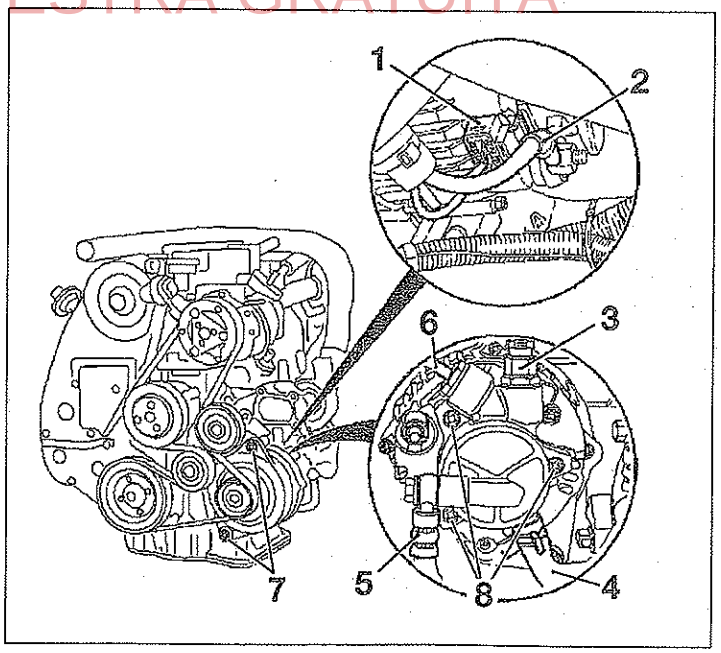

FIG. 22
. Sacar el conector del alternador (1) y el cable (2) **(fig. 22)**.
• Desmontar la tubería de la electroválvula de depresión (6).
- la tubería de depresión de la bomba de vacío (3).